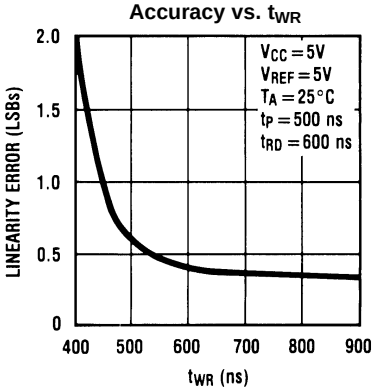
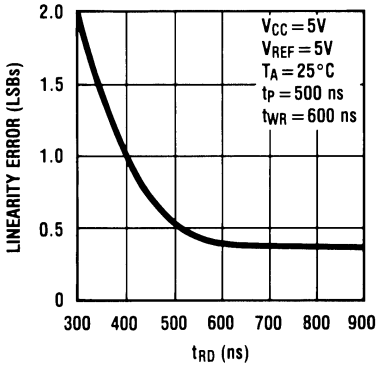

Figure 11.
Figure 12.
(1) Typicals are at 25°C and represent most likely parametric norm.
(2) Tested limits are ensured to TI's AOQL (Average Outgoing Quality Level).
(3) Design limits are specified but not 100% tested. These limits are not used to calculate outgoing quality levels.
(4) Accuracy may degrade if t_{WR} or t_{RD} is shorter than the minimum value specified. See Figure 11 and Figure 12 graphs.